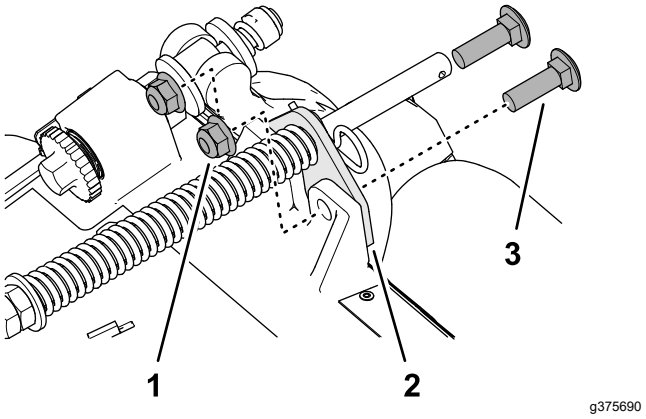

Figuur 11
2. Verwijder de 2 flensborgmoeren (⅜") en 2 slotbouten (⅜" x 1¼") waarmee de gazoncompensatiebeugel bevestigd is aan het frame van de maai-eenheid (Figuur 11).